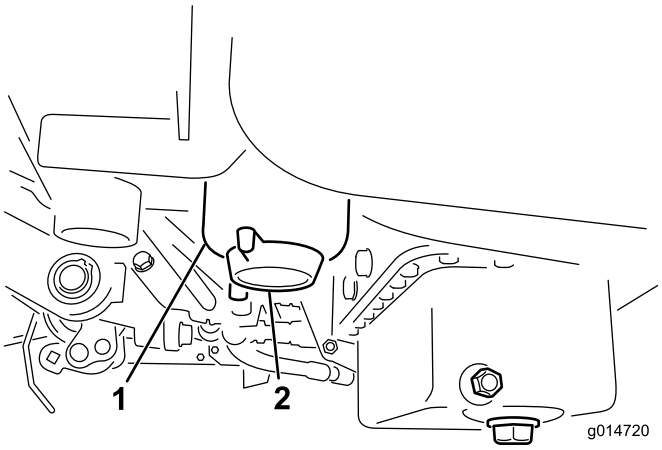

Figur 34
3. Åpne tappepluggen på drivstoffilteret ca. én omdreining, og tapp ut oppsamlet vann (Figur 34). Stram til pluggen etter tapping.